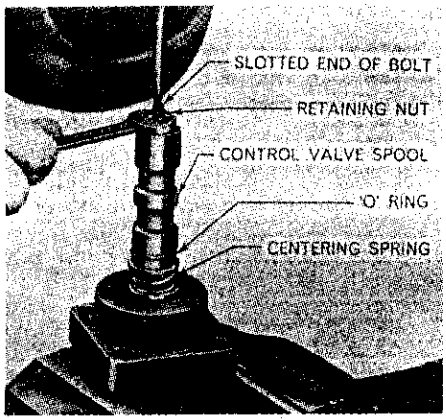

Fig. 38–Valve spool bolt has screwdriver slot in threaded end to facilitate removing and installing spool retaining nut.
37). Separate the power cylinder from control valve and slide the valve housing (27) from valve spool. Place the ball socket and valve spool unit upright in vise as shown in Fig. 38. Remove cotter pin from valve spool bolt (35—Fig. 37), hold bolt from turning with screwdriver and remove the castellated nut (23) and flat washer (24). Remove valve spool (28), washers (30), centering spring (31) and spacer disc (32) from bolt. Remove "O" ring (25) from valve housing and "O" ring (29) from valve spool. Remove check valve pin (21) with a stiff wire, then remove check valve ball (22) from valve housing. Remove "O" ring (20) from valve pin.